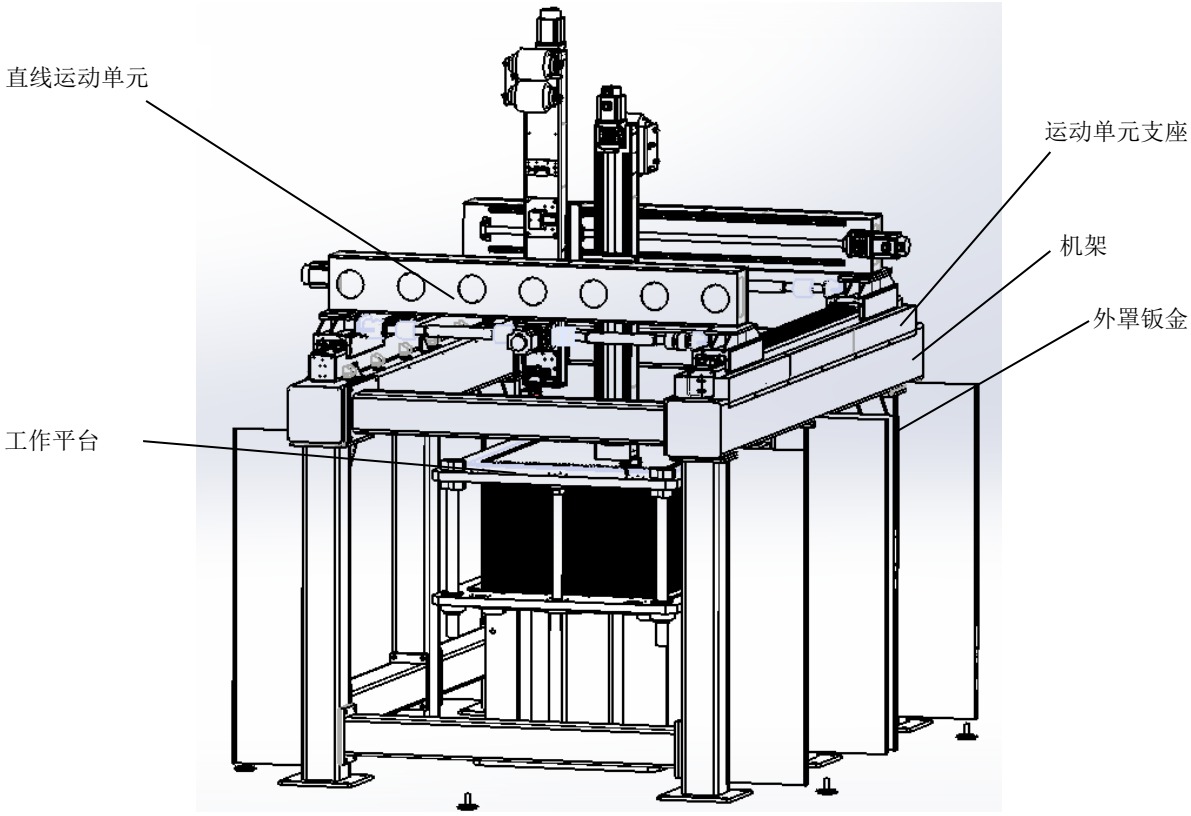

图1 碳纤维柔性导向多维织造成形机结构
3.1.1 碳纤维柔性导向多维织造成形机结构如图1所示，其安装调试主要包括：